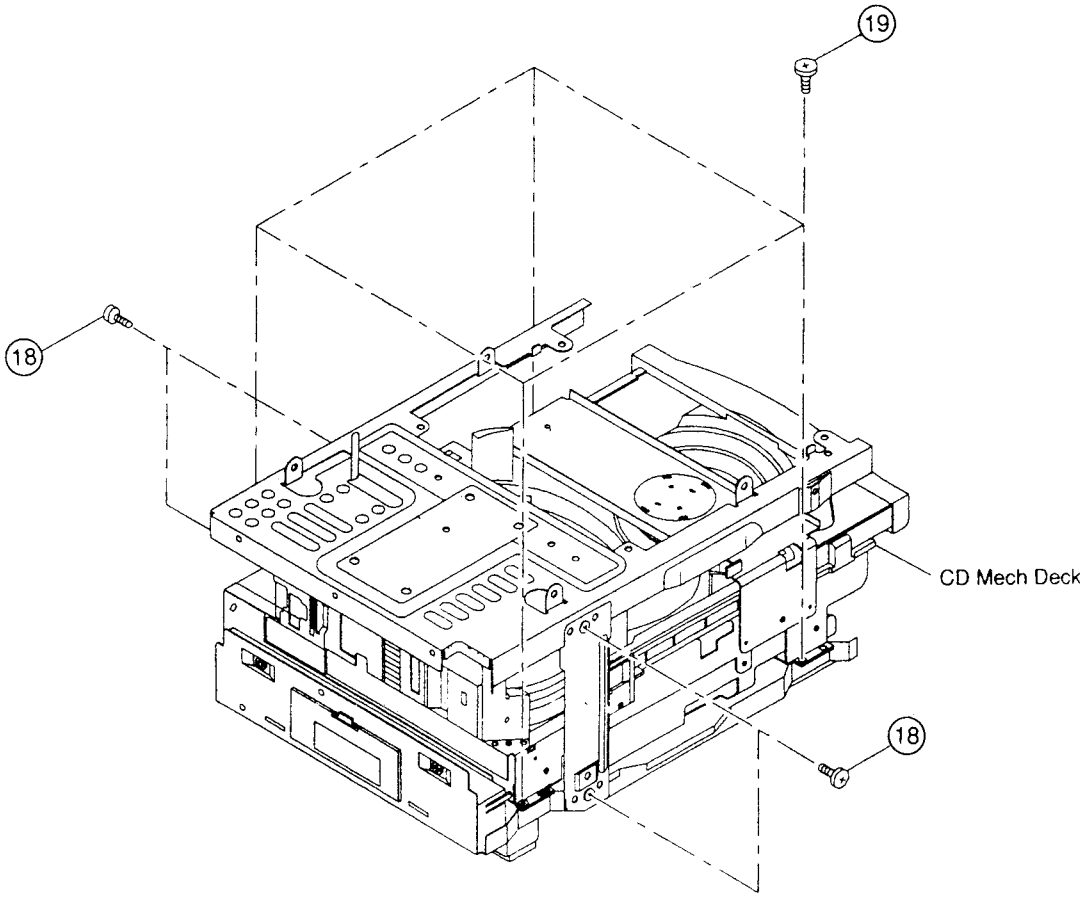

Fig. 14
15. **Removal of Center Chassis and Chassis Holder. (Fig 14)**
16. **Removal of CD Mecha Deck. (Fig 14)**